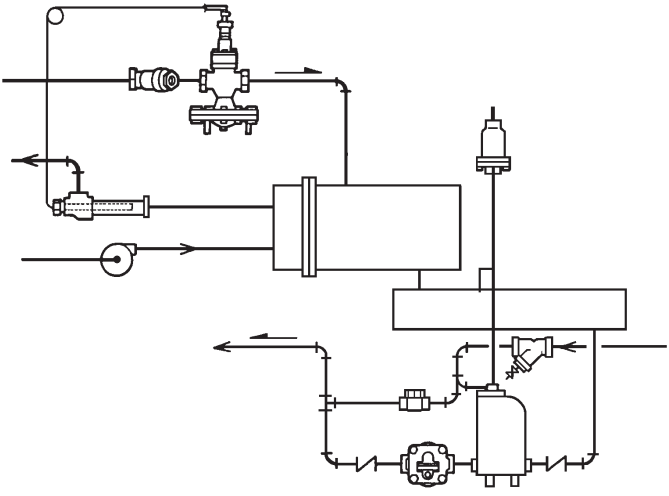

Рис. 4
6. Если существует вероятность того, что давления пара будет хватать чтобы выдавить конденсат в конденсатную линию, надо установить правильно подобранный поплавковый и конденсатоотводчик между насосом и выпускным обратным клапаном. Рис. 4.